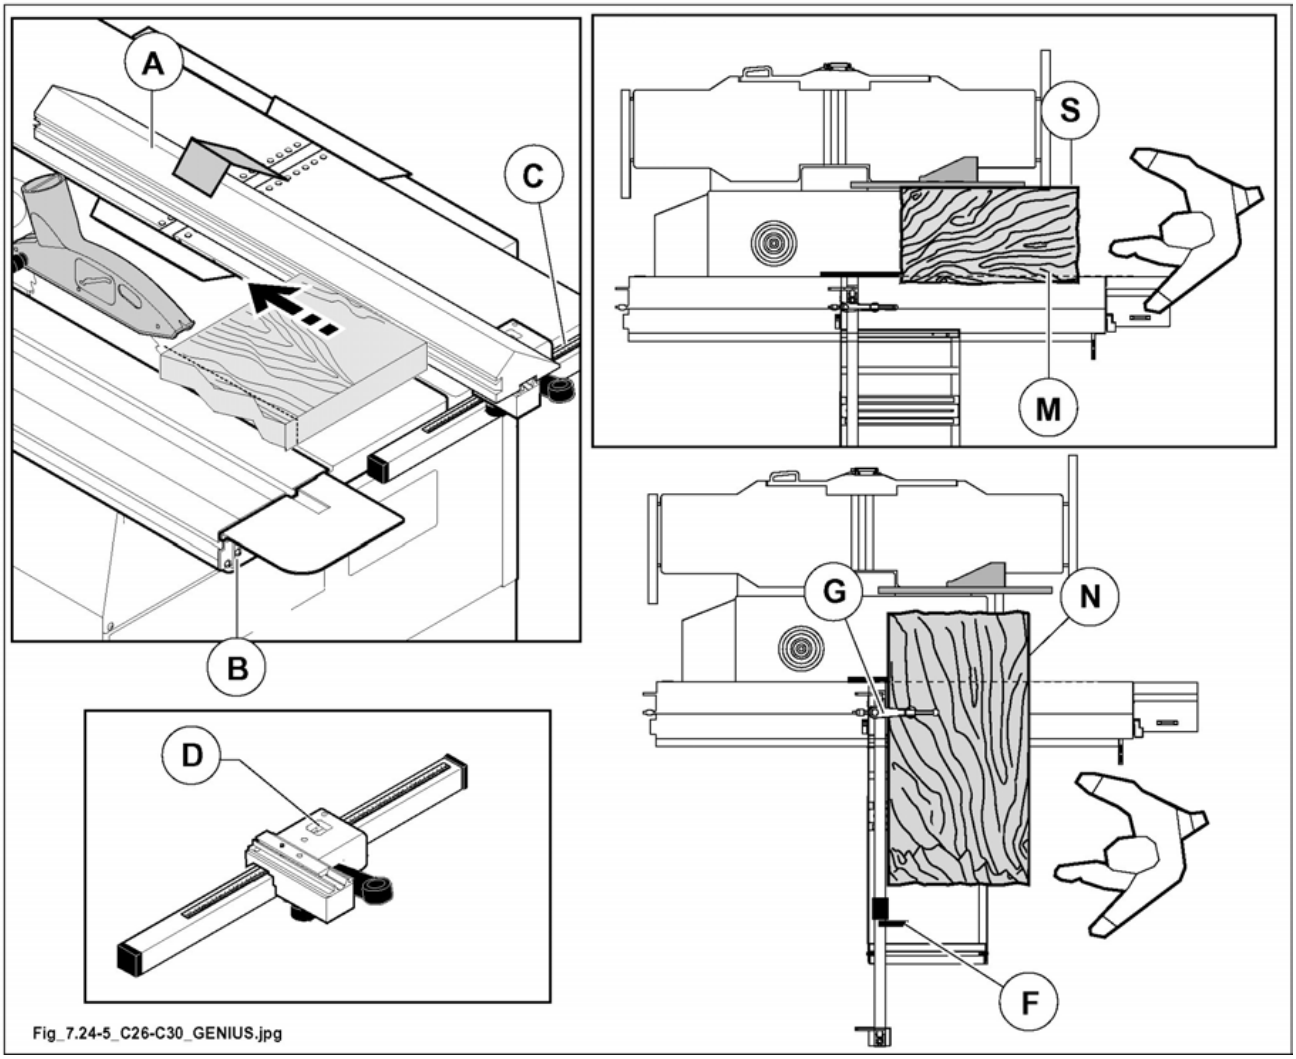

Fig. 7.24-5
To perform parallel cuts use fence (A fig. 7.24-5). To position and adjust, follow the instructions in Par. 7.14.2.
Position the wagon carriage and lock it with lever (B fig. 7.24-5).
For positioning the workpiece against fence (A fig. 7.24-5) refer to scale (C fig. 7.24-5).
Read the measurements using the opening (D fig. 7.24-5).
- Carry out the trimming cut (S fig. 7.24-5) as in the previuos way (first cut).
- Then carry out the parallel cut (M fig. 7.24-5) by resting trimmed side (S fig. 7.24-5) against aluminium rule of the saw carriage for parallel cut set to the measure required.
- Turn the panel 90° by resting trimmed side (M fig. 7.24-5) against rule; see fig. 7.24-5.
- Lock the panel by clamping device (G fig. 7.24-5) and carry out the third cut (N fig. 7.24-5).
- Turn the panel 180° by setting stop (F fig. 7.24-5) against trimmed side (N fig. 7.24-5) at the measure required.
- After locking the panel with clamping device (G fig. 7.24-5) carry out the last cut.